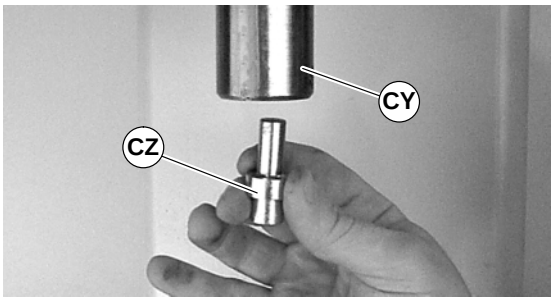

Abbildung 44
2. Lagereinsetzwerkzeug (CZ siehe Abbildung 44), Teilnr. 25–10, in Dornpresse (CY) oder ähnliches Gerät installieren.